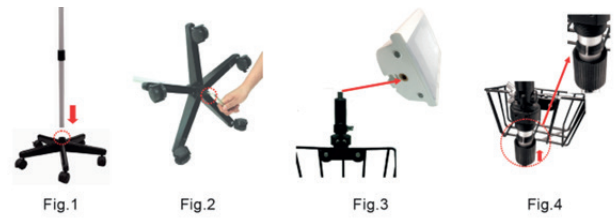

Fig.1 Fig.2 Fig.3 Fig.4
4. Inserire l'asta in alluminio di diametro grande nella parte superiore della base a cinque gambe, come mostrato nella Fig. 1.